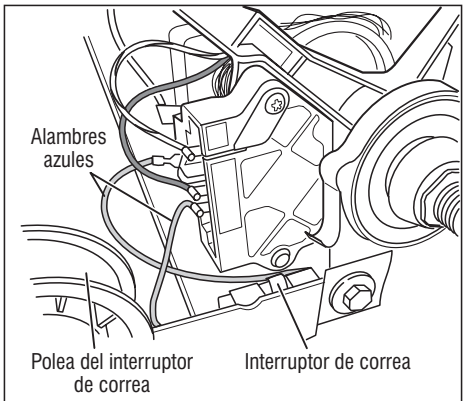

Figura 8 *Comprobación del interruptor de correa.*
7. Compruebe el interruptor de correa midiendo la resistencia entre los dos alambres azules como se muestra la figura 8, mientras empuja hacia arriba la polea del interruptor de correa.